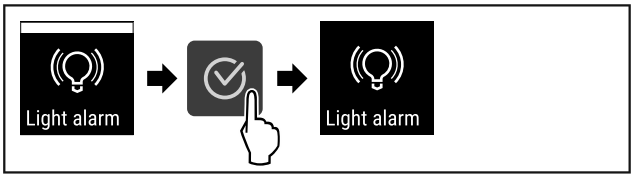

Fig. 98
▶ Ejecutar los pasos (consulte Fig. 98) .